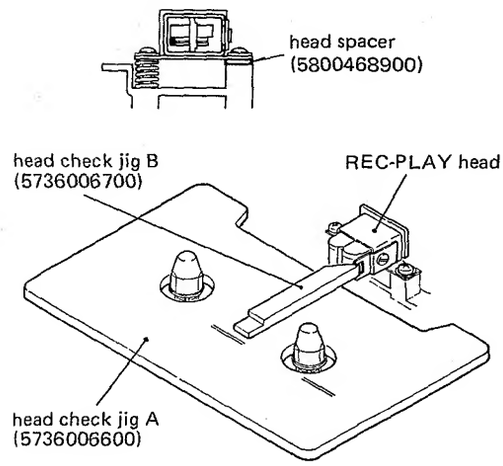

Fig. 4-11
4. Set the head check jig B as shown in Fig. 4-11 so that the head check jig B can just pass through smoothly between the tape guides. If head height is too low, add the head spacer*. If it is too high, remove the head spacer. Height adjustment should be satisfied together with parallel adjustment mentioned in step 1.
• There should be a gap between head cover (B)/head stopper.
4．ヘッド治具Bを図4-11のようにセットした時，録・再ヘッドのテープ・ガイドをスムーズに通り抜けることを確認する．若し，ヘッドの高さが低い時はヘッド・スペーサ* を追加し，低い場合はヘッド・スペーサを外す．高さ調整は1項の平行度も満足させて行なうこと．